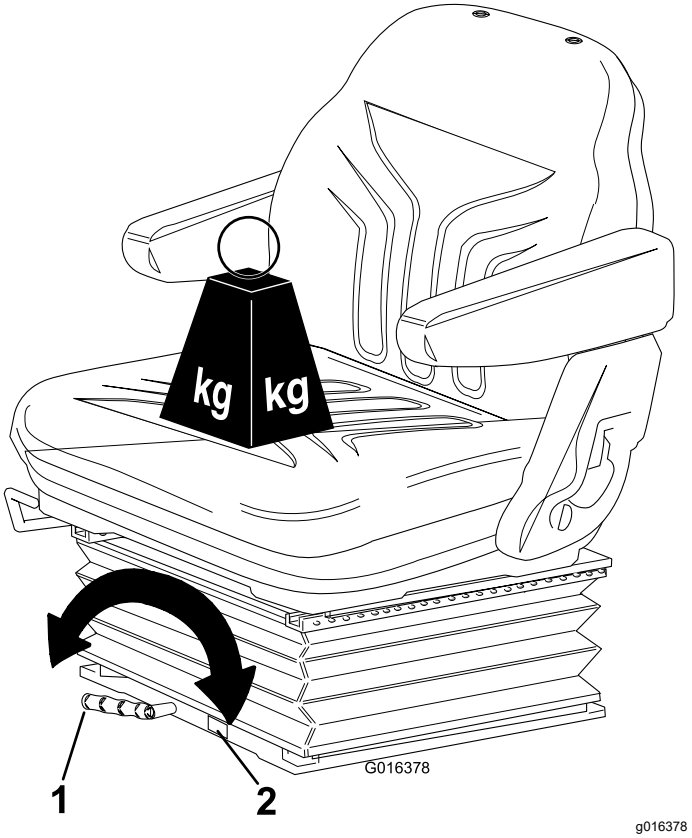

Figur 23
- Roter håndtaket med klokken for å øke stivheten i hjulopphenget og mot klokken for å redusere den (Figur 23).